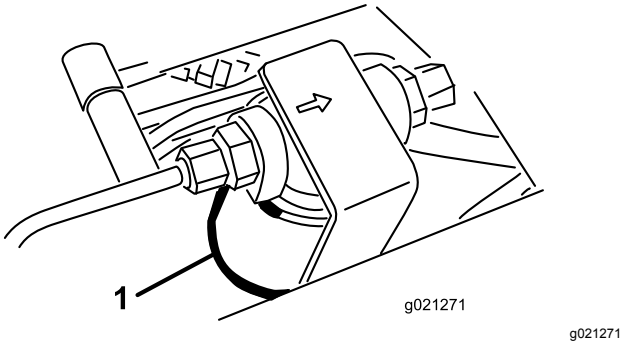
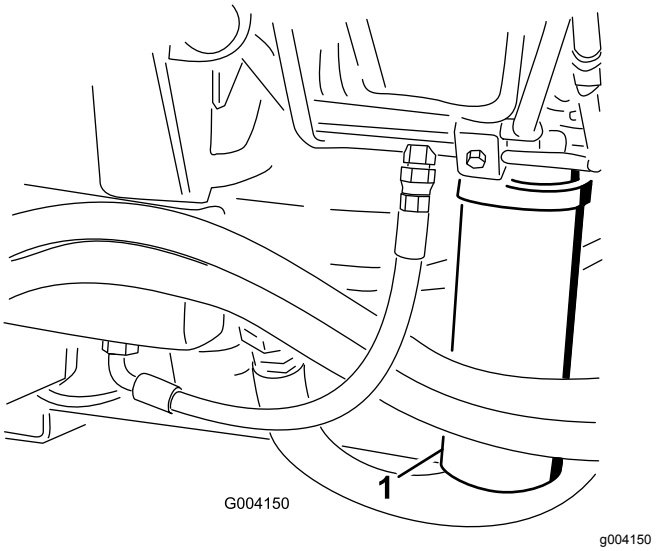

Figur 92
Figur 93
2. Rengør området rundt om filtermonteringsområdet, og sæt en bakke under filteret (Figur 92 og Figur 93).